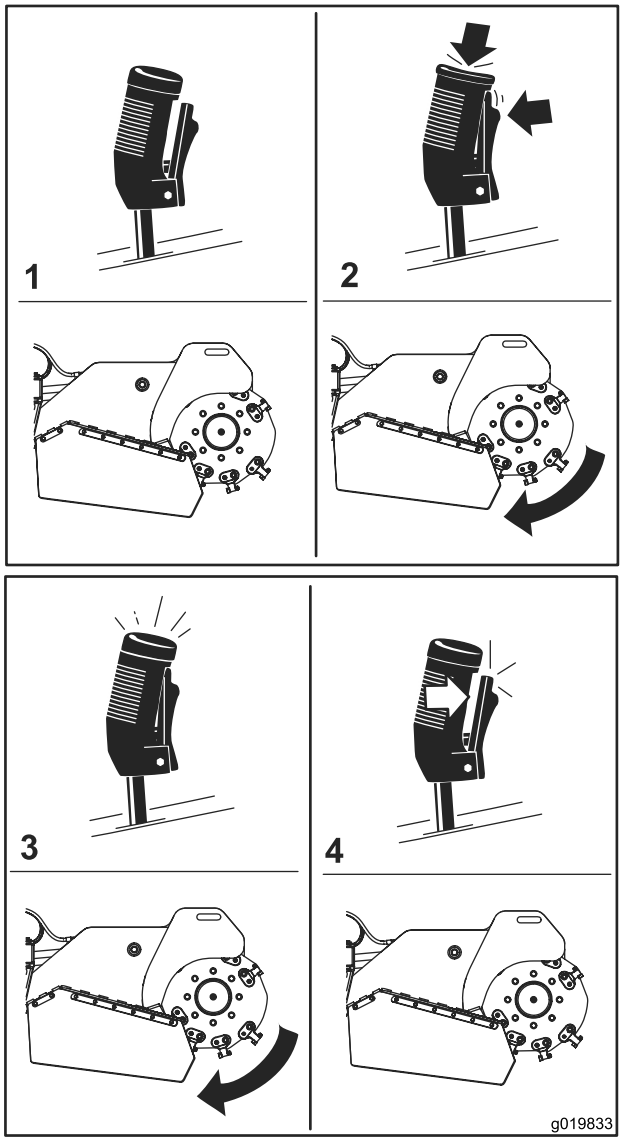

Figur 13
- Starta fräsen (Figur 13) genom att trycka på den röda knappen längst upp på spaken och därefter trycka på avtryckaren. När fräsen har startat kan du släppa den röda knappen.
- När du vill stänga av fräsen (Figur 13) släpper du avtryckaren i mer än en halv sekund.